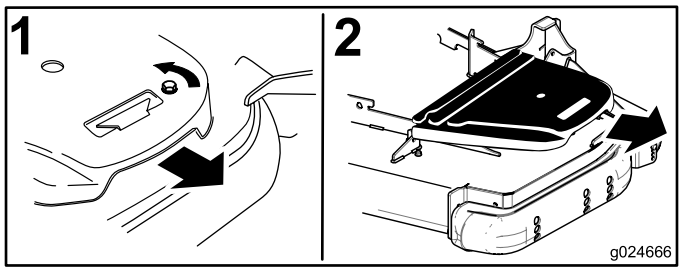

Figur 70
5. Fjern remdekslet i plast (Figur 70).
4. Fjern remdekslene (Figur 70).